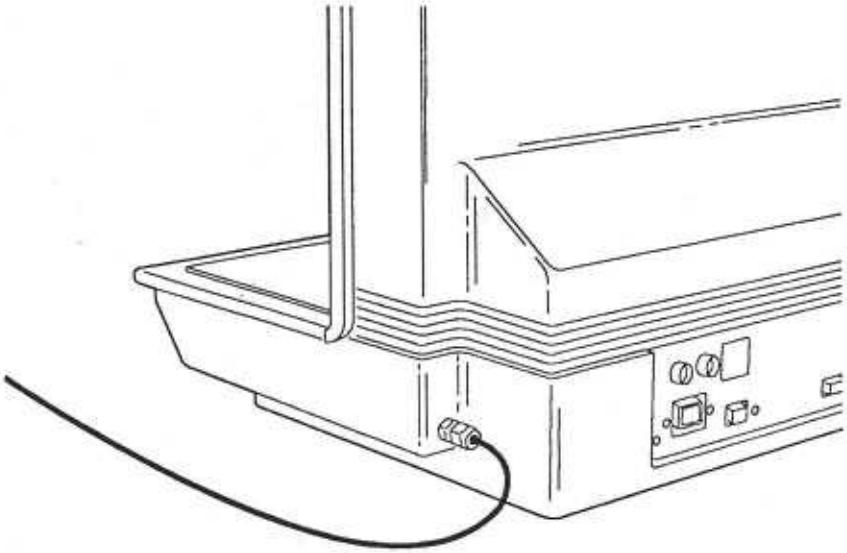

Bild 19
2. Schließen Sie Ihre Kältemittelquelle mit einem entsprechend druckfesten Schlauch mit einem Durchmesser von ¼ Zoll an den Kühlluftanschluß ("AIR COOL"; s. Abb. 19) Ihres Moduls an.